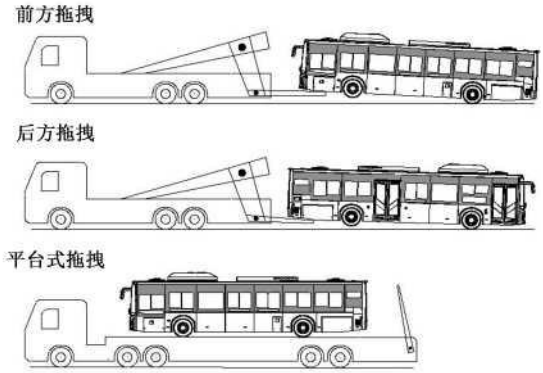

图 26 事故车辆拖拽
3.6.1 事故发生后，车辆不能正常启动时，撤离现场措施如图 26 所示。